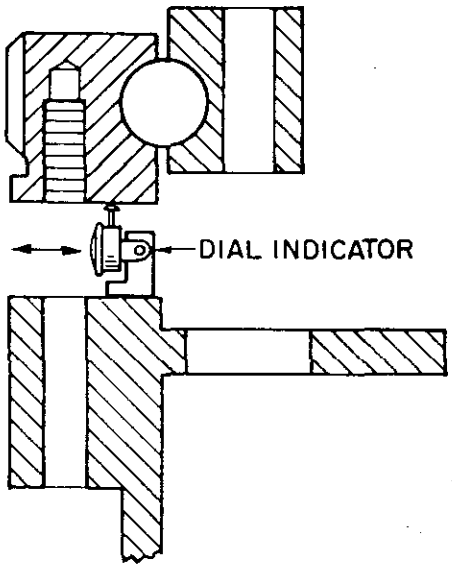

FIGURE 4
C. Move a suitably mounted dial indicator radially from the outside edge of the mounting flange to the inside edge of the flange surface beside each hole in the mounting flange. (see Figure 4).